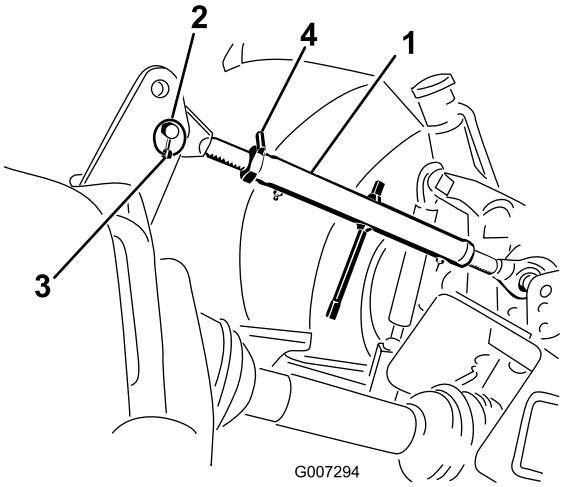

Figur 6
1. Koppla ihop den övre länken med det nedre hålet i fästet och lås fast den med en gångjärnstapp och hjulsprint (Figur 6).
3. Vrid den övre länken för att spänna den. Justera tills luftarens frontram är 90 grader från det horisontella läget (Figur 6).